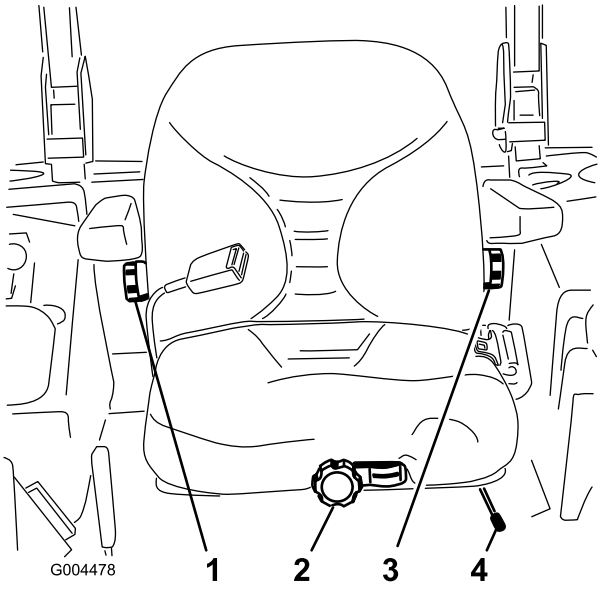

**Figur 29**
1. Sædet kan justeres ved at flytte håndtaget til siden for at låse sædet op (Figur 29).
Drej knappen foran på sædet i den ene eller den anden retning, mens du ikke sidder i førersædet, for at opnå den mest behagelige position (Figur 29).
Drej knappen under det højre armlæn til højre eller venstre for at opnå den mest behagelige position (Figur 29).
Drej knappen under det venstre armlæn til højre eller venstre for at opnå den mest behagelige position (Figur 29).